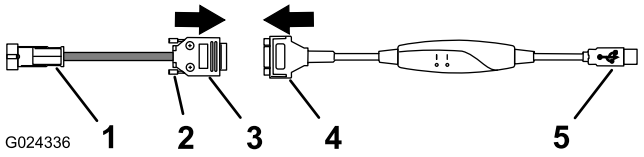

Figura 2
2. Conecte el conector hembra de 9 vías al conector de 9 pines del cable diagnóstico (Figura 2).
3. Sujete el conector del arnés adaptador al conector del cable diagnóstico con los 2 tornillos moleteados del conector del adaptador (Figura 2).